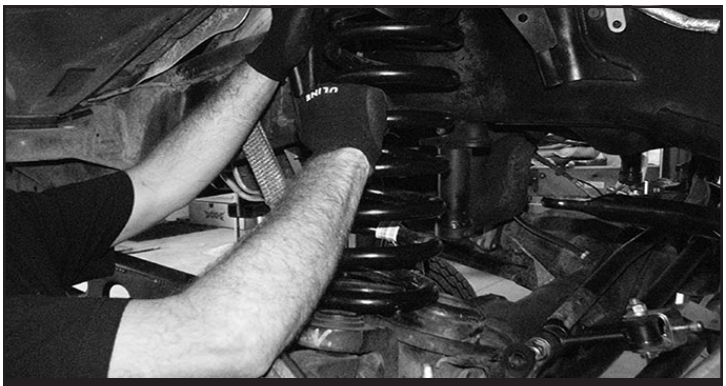

FIGURE 11 - STEP 21
21. Remove the factory coil springs and lower rubber isolators. **SEE FIGURE 11**